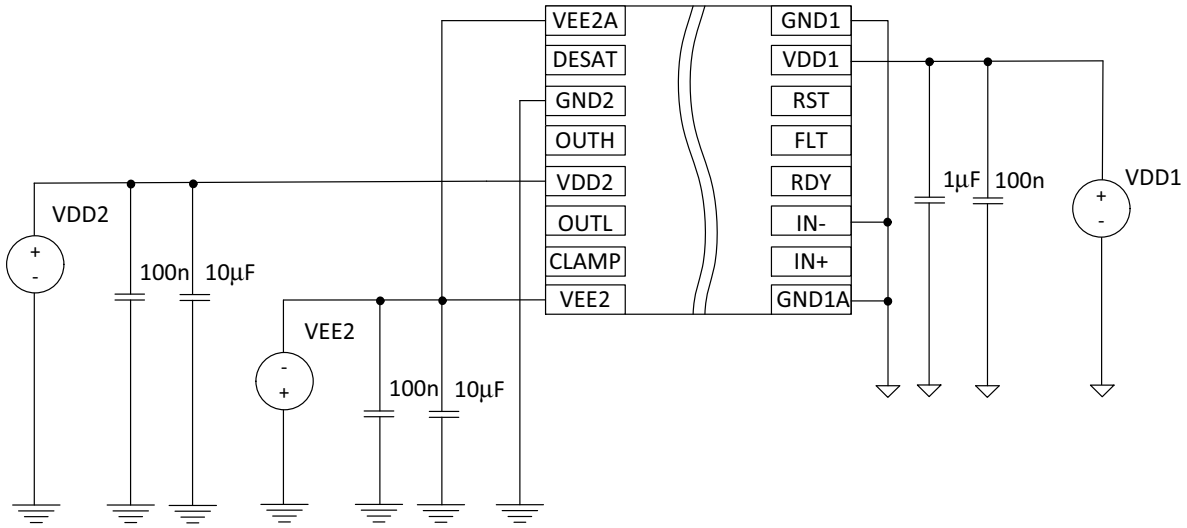

**Figure 24. Bipolar Power Supply**
- In bipolar power supply the driver is typically supplied with a positive voltage of 15 V at VDD2 and negative voltage −5 V at VEE2 (Figure 24). Negative power supply prevents a dynamic turn on throughout the internal IGBT input capacitance.